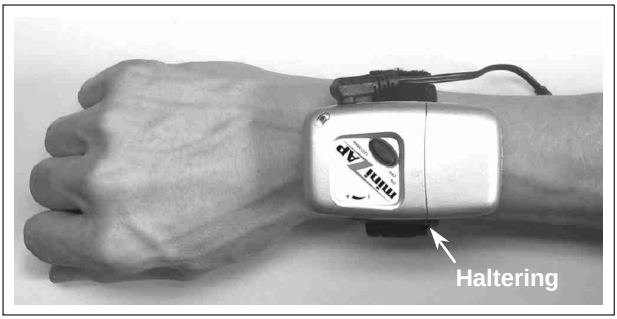

Abbildung 4: **miniZAP®** auf Armband kletten und Elektrodenkabel in die Ausgangsbuchse stecken.
4. Schritt: **miniZAP®** auf das Armband kletten, anschließend das Elektrodenkabel in die Ausgangsbuchse des **miniZAP®** stecken **(Abb. 4)**.